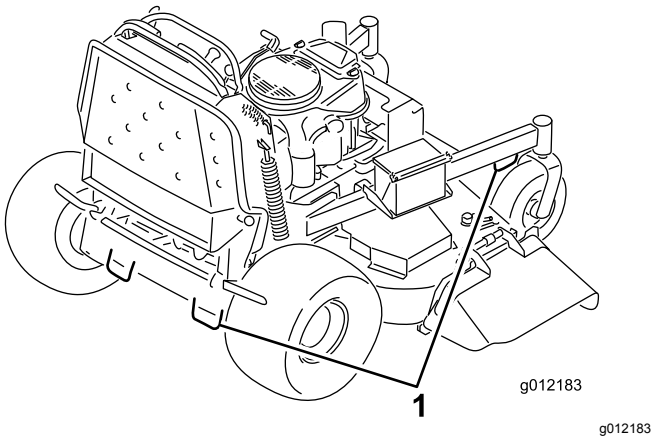

Bild 30
7. Vergurten Sie die Maschine in der Nähe der vorderen Laufräder und der hinteren Stoßstange mit Riemen, Ketten, Kabeln oder Seilen (Bild 30). Halten Sie die örtlichen Vorschriften für die Vergurtung ein.